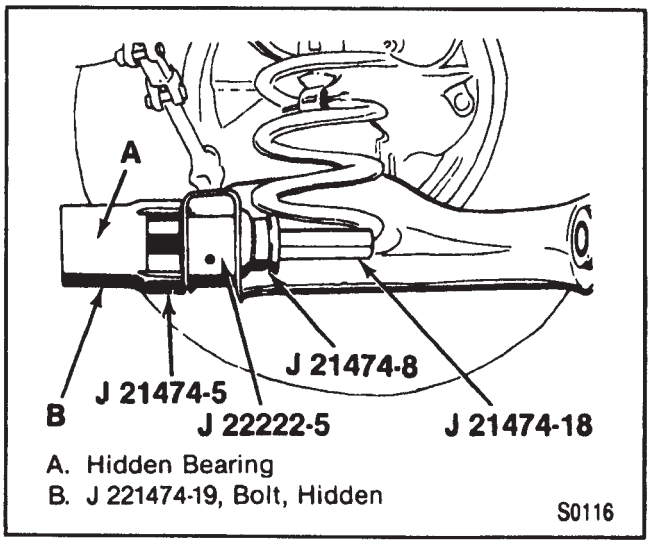
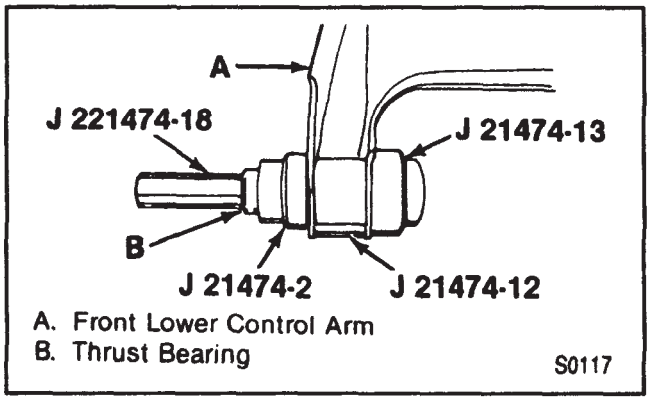

Figure 31—Installing the Lower Control Arm Front Bushing
Figure 32—Flaring the Bushing
- Install tools as shown in figure 31. Lip is on the outside of the control arm (40).
- Tighten until the front bushing seats fully into the lower control arm (40). Remove the tools.
- Flare the front bushing (76) by installing J 21474-2, -12,-13, and -18 as shown in figure 32.